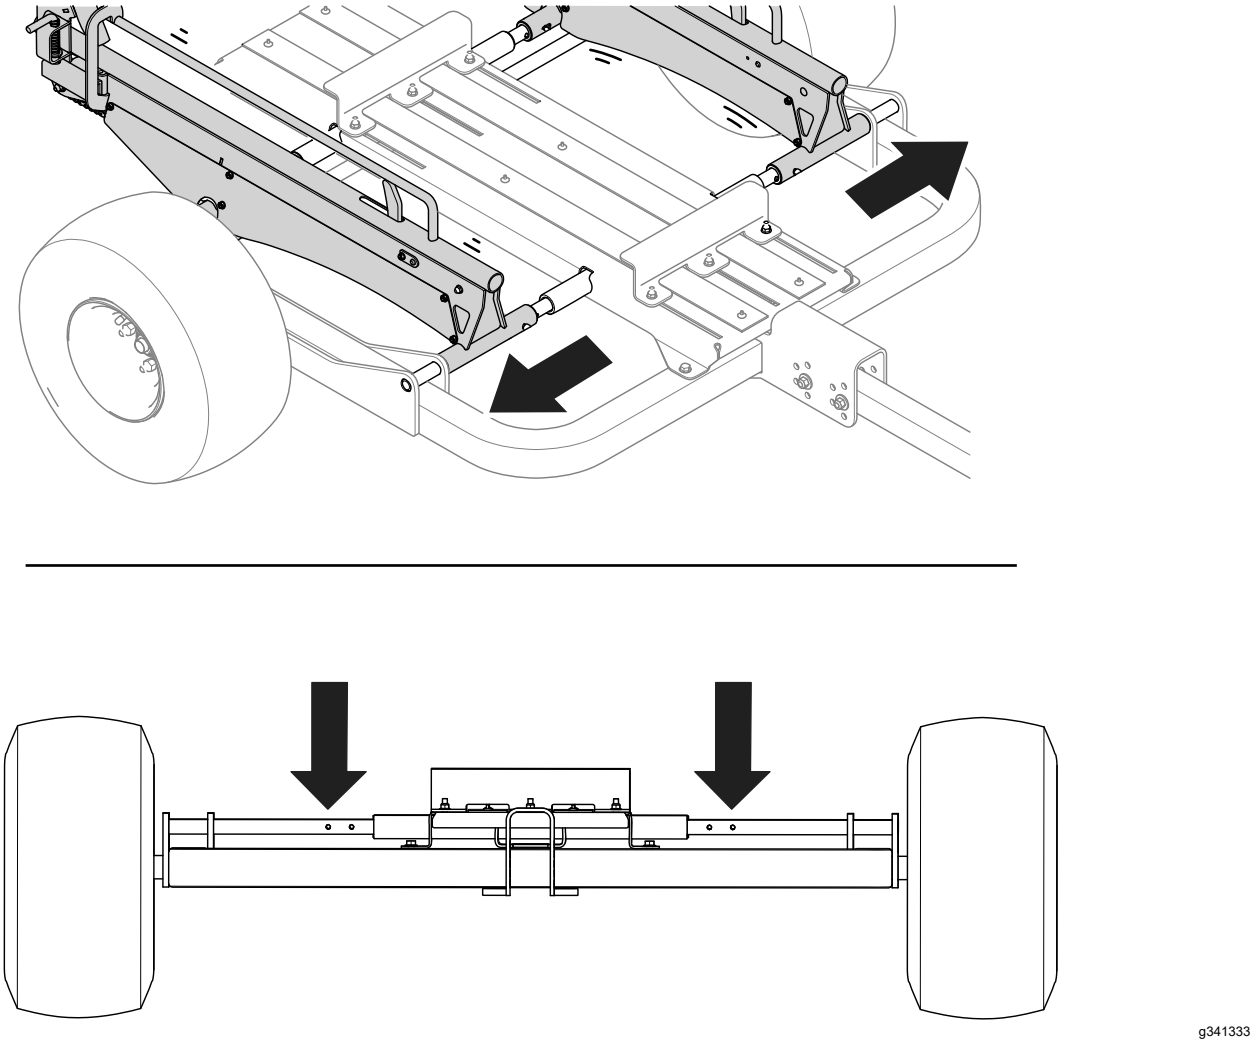

Figuur 25
- De aanhangwagen configureren voor greensmaaiers van 53 cm: gebruik de pennen om de railscharnieren te bevestigen aan de buitenste openingen (Figuur 25).